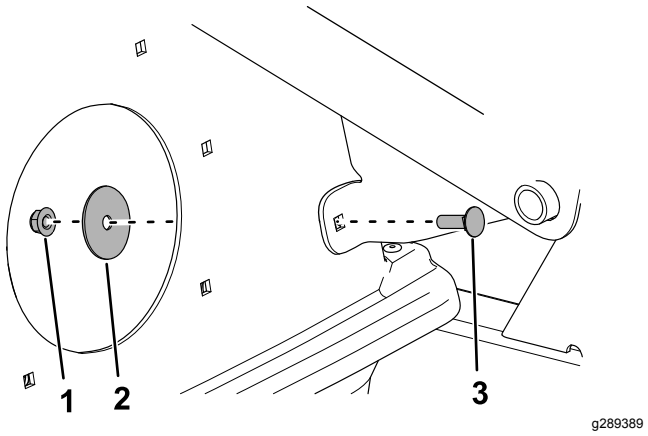

Figura 5
1. Retire el perno, la arandela y la tuerca del soporte de giro (Figura 5).
7. Instale los herrajes del soporte de giro de la Figura 5.